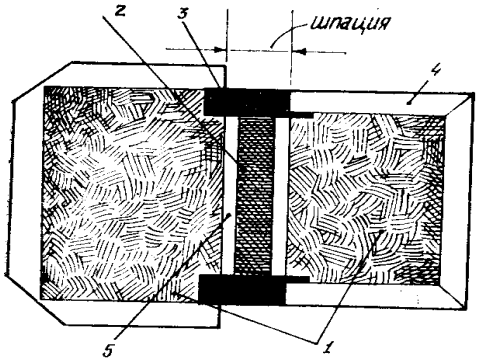

Рис. 6. Составная переплетная крышка
Составные переплетные крышки (рис. 6) имеют две картонные сторонки (1), тканевый корешок (3) с наклеенным на него отставом (2) и покрывной материал (4). Расстояние между отставом и картонной сторонкой называется расставом (5).